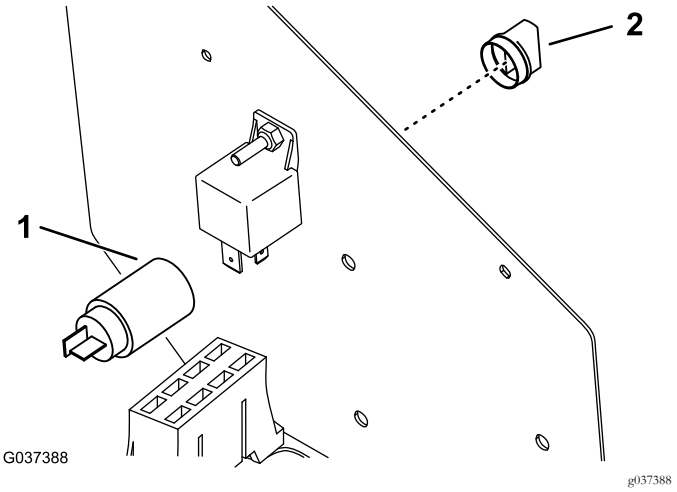

Figura 11
7. Retire el tapón del hueco lateral del panel de control (Figura 11).